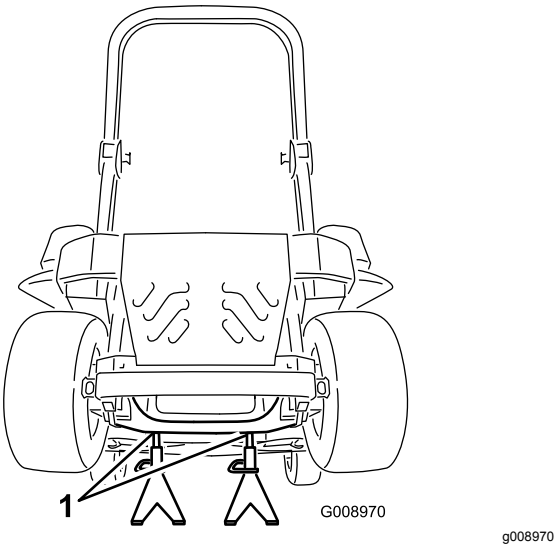

Figur 93
3. Løft maskinen, og understøt den med donkrafte (Figur 93).
9. Fjern donkraftene, og sænk maskinen (Figur 93).